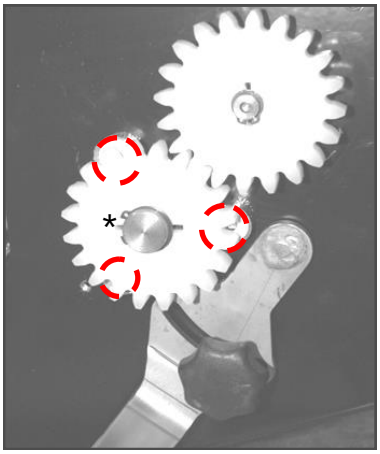

Abb. 1: Splint* herausschlagen
2. Zahnrad entfernren – Markierten * Splint herausschlagen! (Abb. 1)
3. Den Lagerbock mit den 3 Schrauben entfernen (Siehe Markierung-Abb. 1)